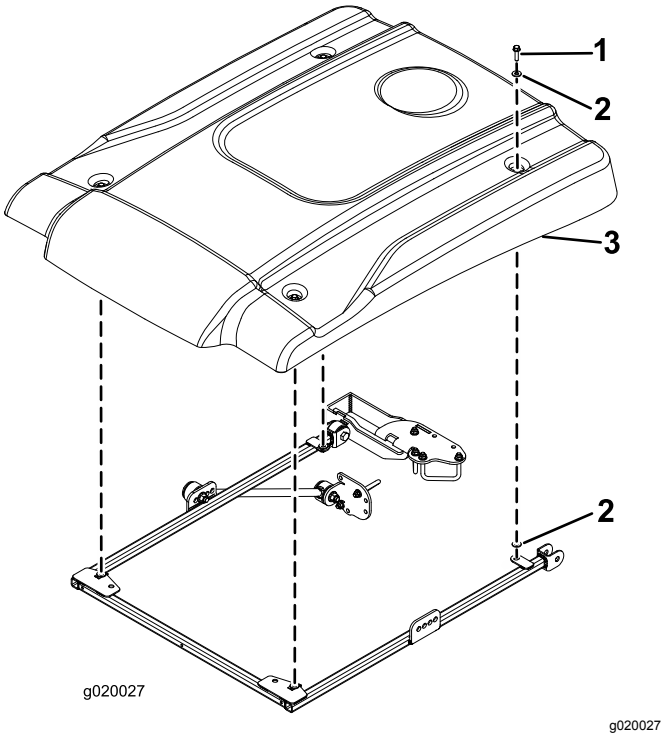

Figur 29
12. Sätt solskärmen på ramen i enlighet med Figur 29 och rikta samtidigt in monteringshålen.
13. Montera solskärmens hörn löst på ramen med en flänsskruv (5/16 × 2¼") och två små brickor (Figur 29). Placera en bricka på var sida om solskärmens gummihylsa.